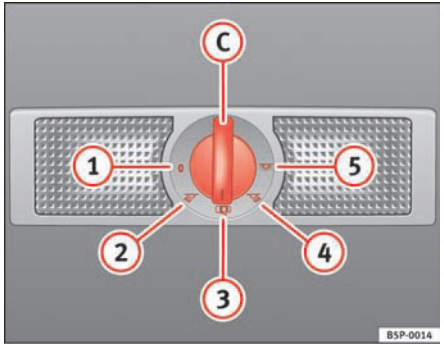

Fig. 81 Intrerior roof lining: Rear interior light and reading lights
The switch ⇒ fig. 81 (C) is used to select the following positions:
In switch position ⇒ fig. 81 (1), the interior and reading lights are switched off.